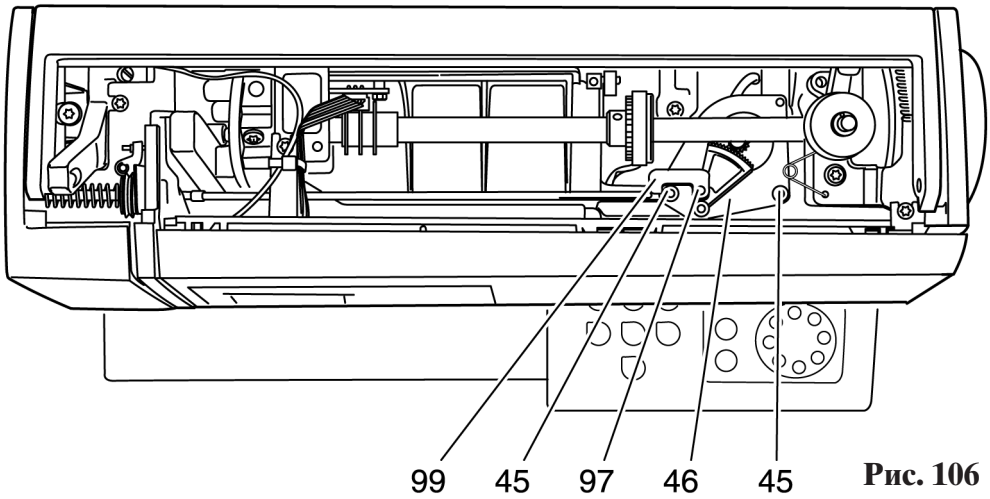

Рис. 106
- Вверните оба крепежных винта 45 (рис. 106).